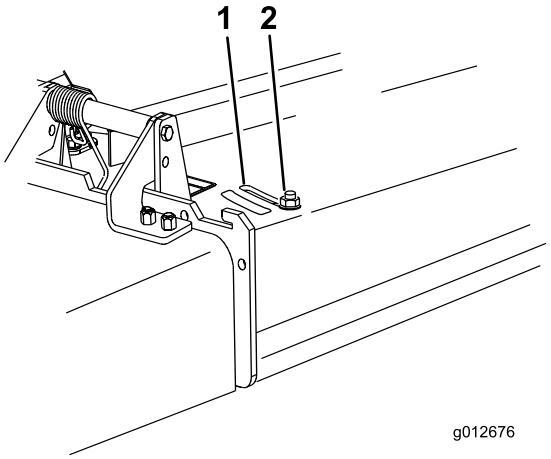

Figure 29
3. Pour régler le déflecteur, desserrez l'écrou (Figure 29).